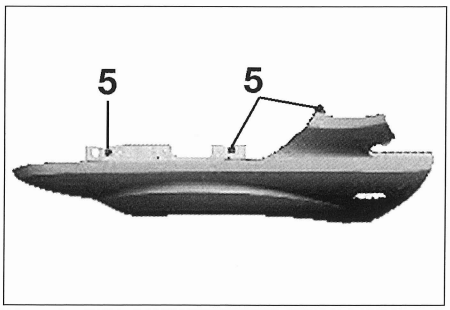

FIG. 22
- el tornillo (4).
- los tres tornillos (5) **(fig. 22)**.